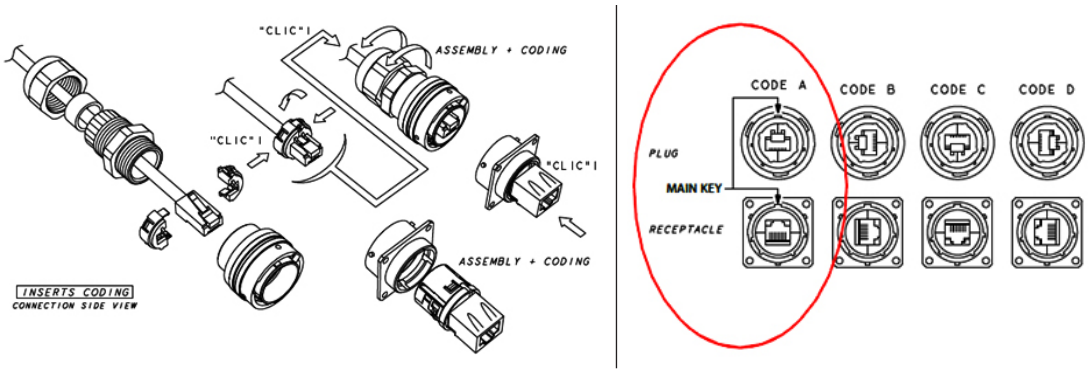

*Figure 24: RJ45 plug assembly with Code A orientation*
4. Insert the insulator assembly into the metallic housing using the Code A orientation as shown in *Figure 24*. You will hear a "click" to confirm a complete connection.